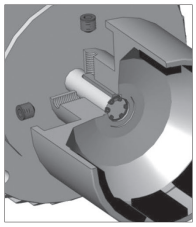

Figure 7 - NEMA Drive
NEMA Motors: Install set screws (item 9A) into threaded holes on the side of the outer drive magnet assembly. Using a 3/16" Allen bit & torque wrench, tighten to 228 in-lbs. (25.8 N-m). See figure 7.